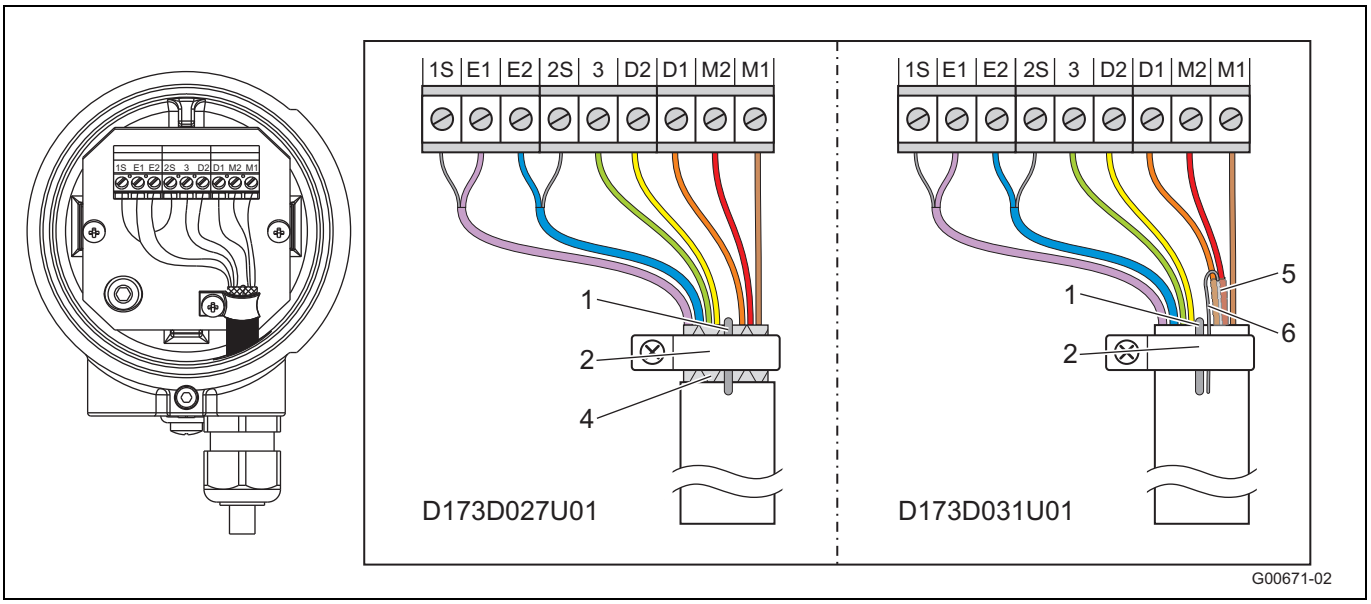

Fig. 33
- Tilslut alle andre ledere som vist i Fig. 33.